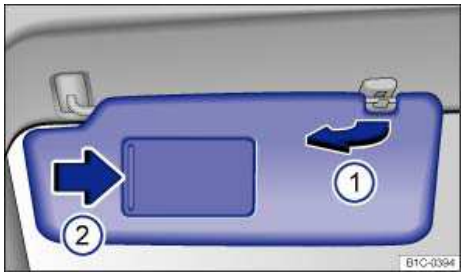

Fig. 82 Sun visor.
- Lift it out of the retaining clip ⇒ fig. 82 (1) and swivel it over toward the door.